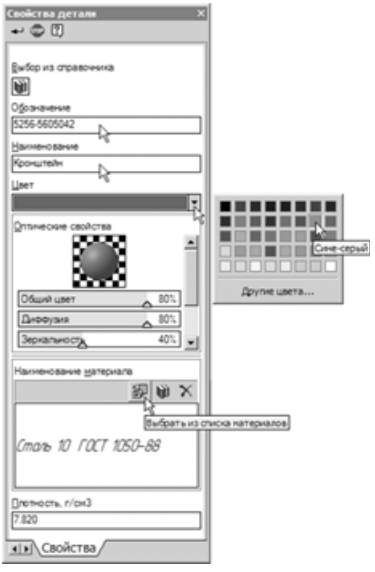

Рис. 2.103
- На экране появится панель **Свойства детали** (рис. 2.103). В текстовые **поля Обозначение** и **Наименование** введите обозначение детали, например `5256-5605042`, и ее наименование — `Кронштейн`.